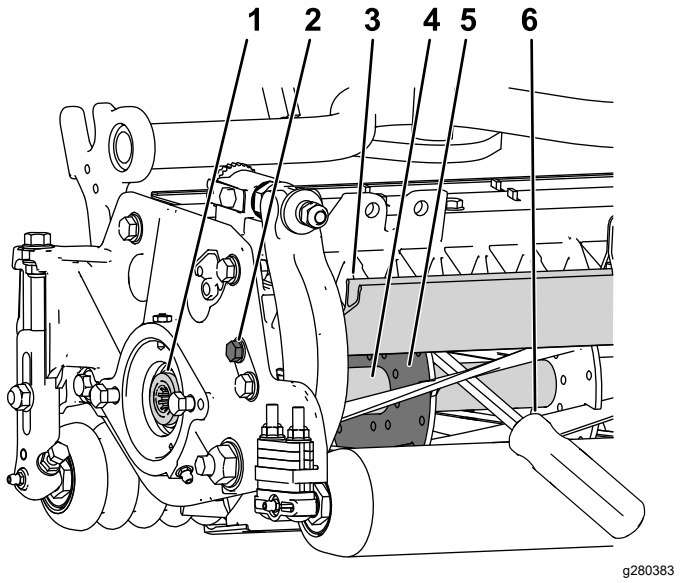

Figur 28
1. Løsne skyddbolten på venstre side av klippeenheten og hev bakskyddet (Figur 28).
2. Sett inn et brekkjern med langt håndtak (anbefalt ⅜ x 12 tommer skrutrekkerhåndtak) gjennom baksiden av klippespolen og nærmest den siden av klippeenheten som skal strammes (Figur 28).
3. Plasser brekkjernet mot spolestøtteplatens sveiseside (Figur 28).